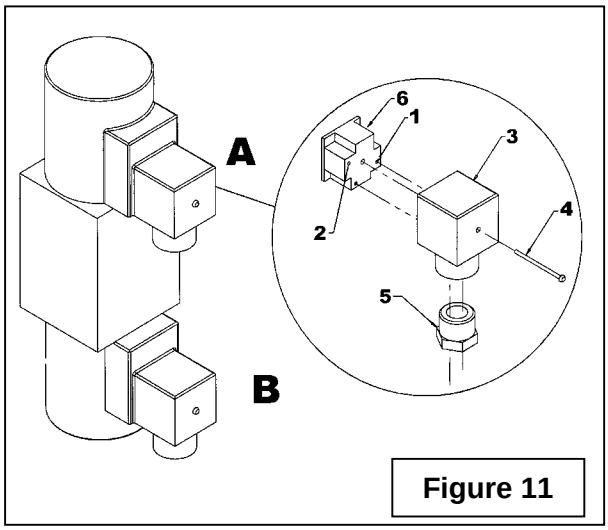

Figure 11
18. Retirer la rondelle de blocage de l'interrupteur. Insérer l'interrupteur (item 19) dans le boîtier. Serrer l'interrupteur avec son écrou. Mettre le bouchon de plastique (item 21) sur l'autre trou du boîtier, si nécessaire. Mettre le capuchon de caoutchouc (item 18) sur l'interrupteur. Emmener les fils vers la souffleuse
19. Enlever le boîtier de connexion "A" (Fig. 11, item 3) de la valve électro-hydraulique (Fig. 9 ou 10, item 4) en enlevant complètement la vis (Fig. 11, item 4) sur le devant du boîtier et enlever le bouchon (Fig. 11, item 5) du dessous. Avec un petit tournevis, pousser délicatement sur le bloc de connexion (Fig. 11, item 6) en insérant le tournevis par le trou du bouchon (Fig. 11, item 5) pour le faire sortir du boîtier (Fig. 11, item 3). Insérer un fil blanc 360" (Fig. 9 ou 10, item 16) dans le trou identifié #1 (Fig. 11, item 1) du bloc de connexion (détail, item 6) et un fil noir 9" (Fig. 9 ou 10, item 14) dans le trou identifié #2 (Fig. 11, item 2) et passer les fils par le trou du bouchon du boîtier (Fig.11, suivre les lignes fantômes).
20. Remettre le bloc (Fig.11, item 6) dans le boîtier (Fig.11, item 3) de manière à ce que les fils soient vers le bas afin d'éviter des infiltrations d'eau (voir Figure 11). Replacer le boîtier sur la valve (Fig. 9 ou 10, item 4) et remettre la vis (Fig.11, item 4) en place ainsi que le bouchon (détail, item 5).
21. Enlever le boîtier de connexion "B" et insérer un fil blanc 360" (Fig.9 ou 10, item 16) dans le trou identifié #1 (Fig.11, item 1) du bloc de connexion (Fig.11, item 6). Mettre le bout du fil noir 9" (Fig.9 ou 10, item 14) du boîtier "A" ainsi que le fil noir 360" (Fig. 9 ou 10, item 15) dans le trou identifié #2 (voir Fig. 11, item 2). Passer les fils par le trou du boîtier (Fig.11, suivre les lignes fantômes). Remettre le bloc dans le boîtier de manière à ce que les fils soient vers le bas afin d'éviter des infiltrations d'eau.
22. Replacer le boîtier sur la valve (Fig. 9 ou 10, item 4) et remettre la vis (Fig.11, item 4) en place, ainsi que le bouchon (Fig.11, item 5).